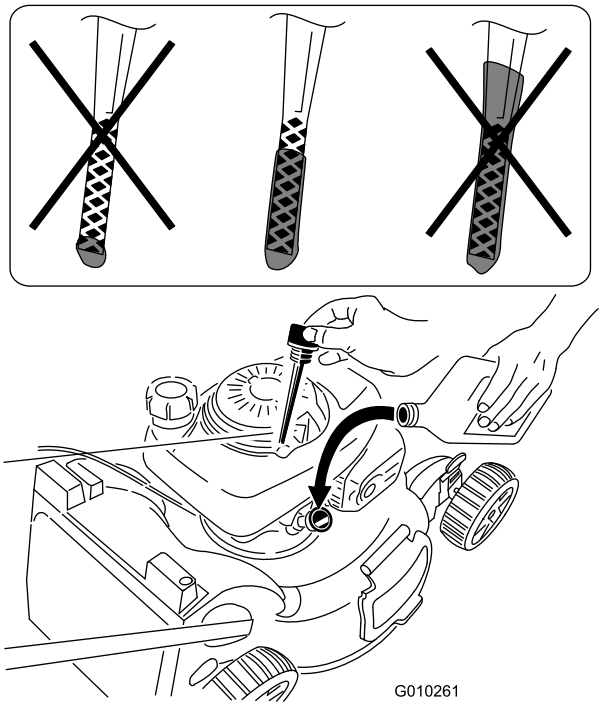

Figuur 6
2. Neem de peilstok eruit (Figuur 6) en giet ongeveer 3/4 van de capaciteit van het oliecarter in de vulbuis.
5. Haal de peilstok eruit en controleer het oliepeil; zie Figuur 6.
totdat de olie het juiste peil heeft bereikt; zie Figuur 6.
- Als het oliepeil te hoog is, tapt u de overtollige olie af tot het juiste oliepeil is bereikt; zie Figuur 6. Voor het aftappen van overtollige olie, zie Motorolie verversen (bladz. 17).